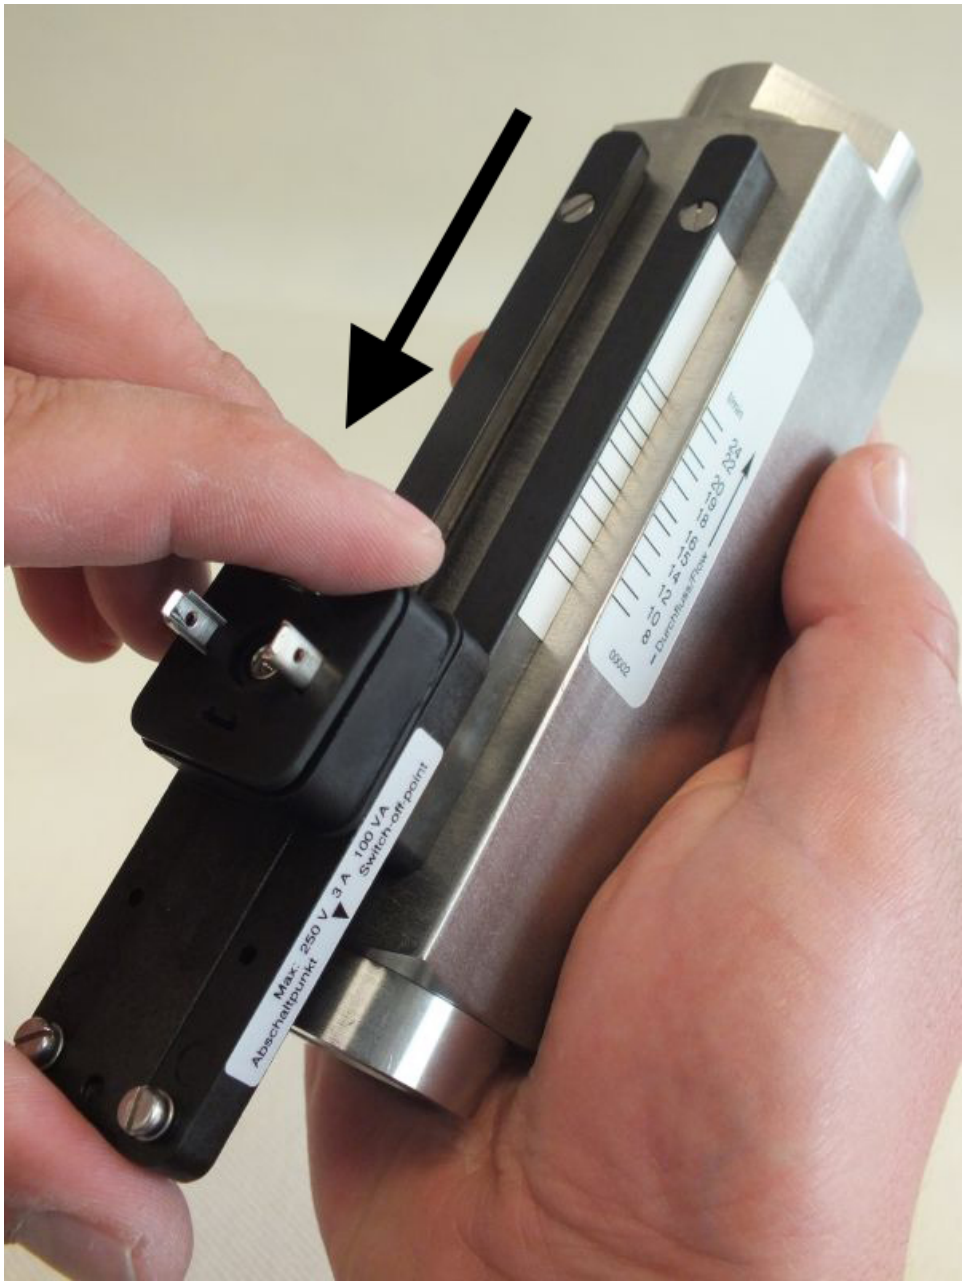

Fig. 81: Remove switch contact from guide rails
4. Remove the switch contact from the guide rails by sliding the switch contact in the direction of the arrow (*Fig. 81*).